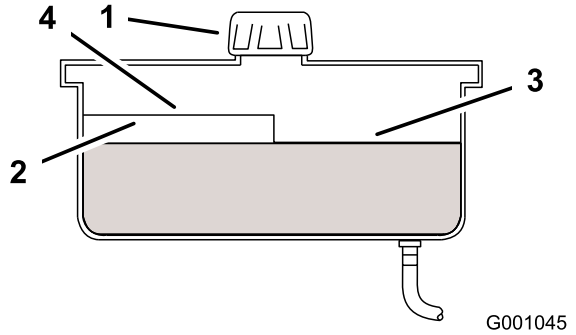

Rysunek 78
2. Oczyść obszar wokół szyjki wlewu zbiornika hydraulicznego (Rysunek 78).
3. Odkręć korek szyjki wlewu. Zajrzyj do szyjki, aby sprawdzić, czy w zbiorniku jest olej (Rysunek 78).
Informacja: Gdy olej jest gorący, jego poziom powinien przekraczać poziom ciepły na przegrodzie (Rysunek 78).